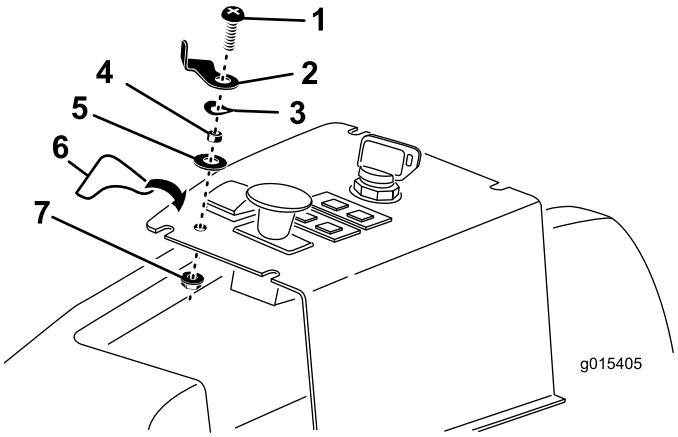

Figur 14
3. Indfør løftelåsgrebet, afstandsbøsningen og den flade spændeskive på den ¼ x 1 tommes rundhovedskrue, som vist i Figur 14.
4. Indfør løftelåsgrebets samleskrue ind i hullet i kontrolpanelet, og fastgør den med en låsemøtrik. Placer løftelåsegrebet som vist i Figur 14.
5. Påsæt løftelåsgrebets mærkat på kontrolpanelet som vist i Figur 14.